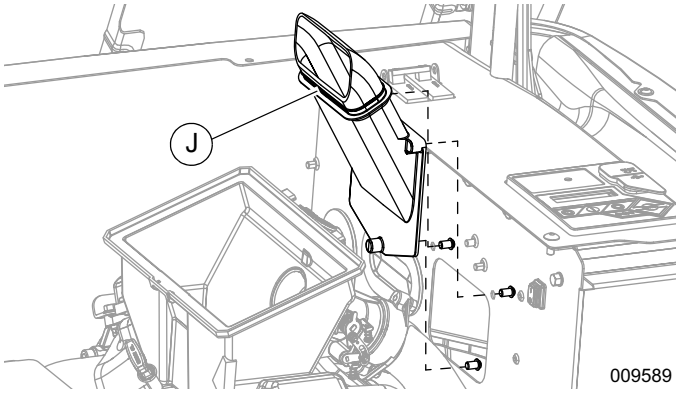

Figura 7. Extracción de la toma de aire elevada (Serie 500/1000)
2. Consulte la ***Figura 7***. Retire los tres tornillos de montaje detrás del panel divisor del motor para desconectar la toma de aire elevada (J).